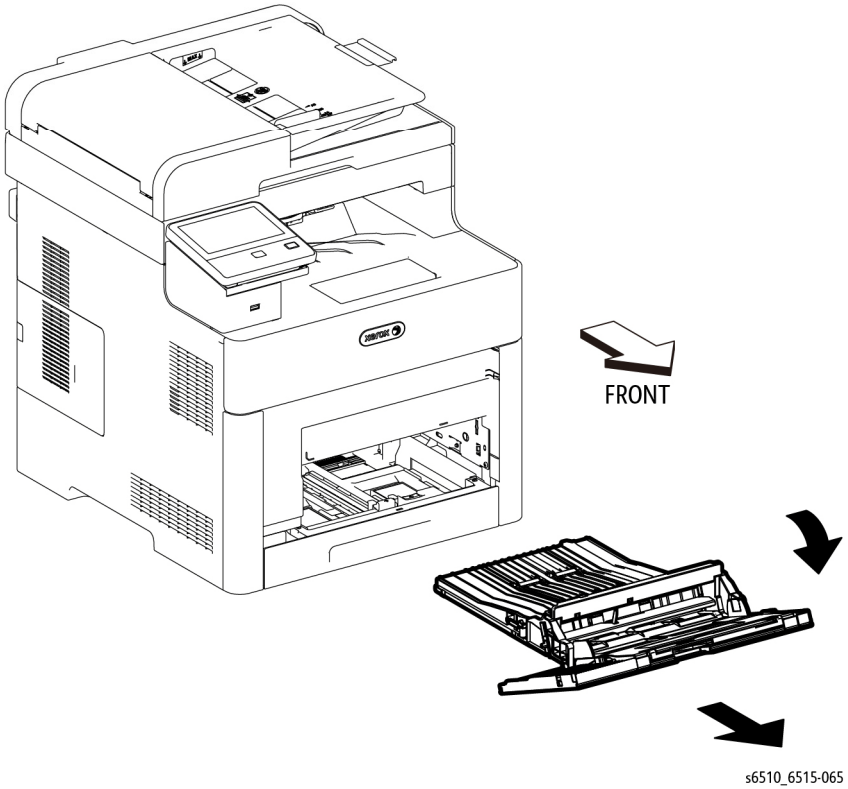

Figure 1 Remove the Main Bypass Tray Assembly
1. Refer to Figure 1 to open the Main Bypass Tray.